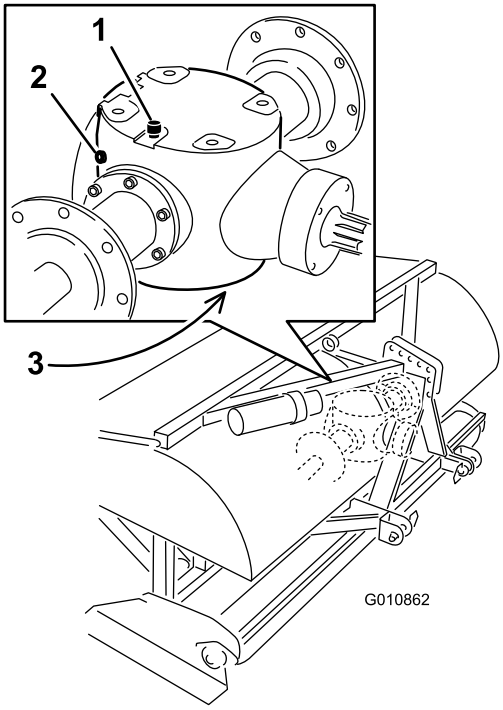

Figuur 41
2. Verwijder de controleplug van de tandwielkast (Figuur 41).
3. Controleer of het oliepeil tot aan de onderzijde van de controleplug-opening in de tandwielkast staat (Figuur 41).
1. Verwijder vuil van de ontluchtings-/vulplug en de aftapplug om verontreiniging te voorkomen (Figuur 41).